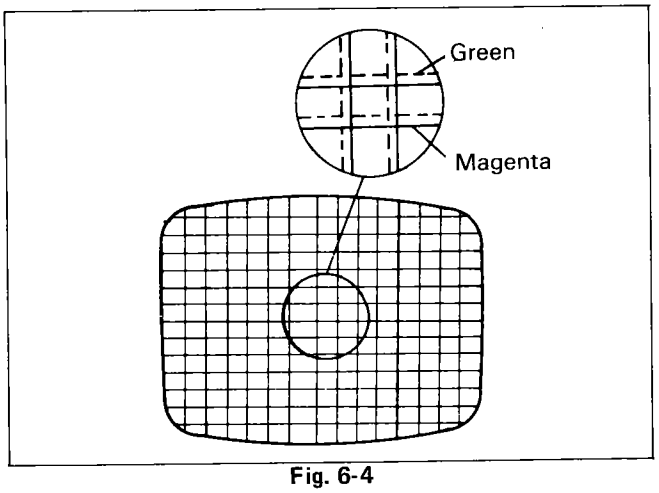

Fig. 6-4
5. Turn the green cutoff VR full clockwise and adjust the two 6 pole convergence magnets so that the green and magenta become overlapped throughout the picture area to yield white. (Fig. 6-4)